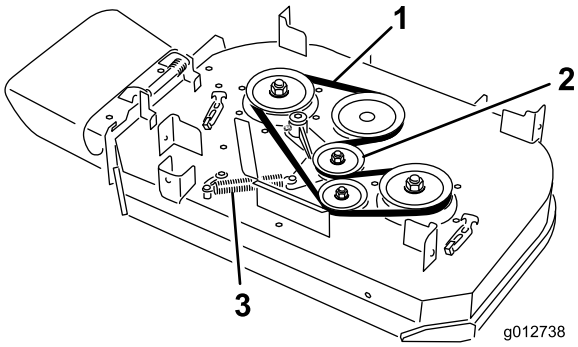

Figura 65
4. Desenganche el muelle de la clavija del brazo de la polea tensora (Figura 65).
5. Retire la correa usada del cortacésped (Figura 65).
6. Instale la correa nueva del cortacésped alrededor de la polea del embrague, las poleas de la carcasa y la polea tensora (Figura 65).
7. Enganche el muelle en la clavija del brazo de la polea tensora (Figura 65).
6. Instale la correa nueva del cortacésped alrededor de las poleas de la carcasa y la polea tensora (Figura 65).
5. Desenganche el muelle de la clavija del brazo de la polea tensora (Figura 65).
6. Retire la correa usada del cortacésped (Figura 65).
7. Instale la correa nueva del cortacésped alrededor de las poleas de la carcasa, la polea del embrague y la polea tensora (Figura 65).
8. Enganche el muelle en la clavija (Figura 65).